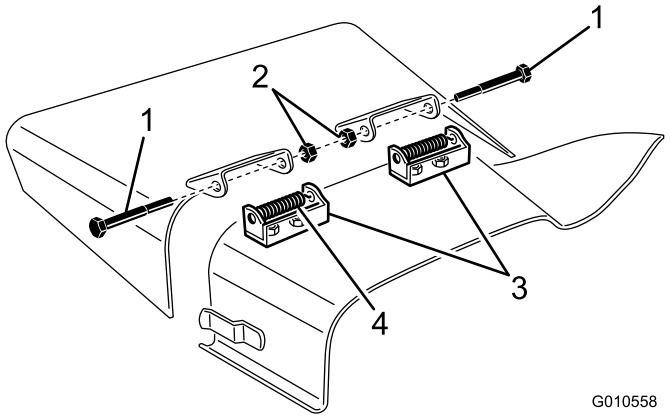

**Figuur 29**
4. Verwijder de 2 tapbouten, borgmoeren en veren waarmee de bevestigingen van de grasgeleider vastzitten op de draaibeugels (Figuur 29).
5. Om de draaibeugels te verwijderen, verwijdert u de slotbouten en moeren (Figuur 29).